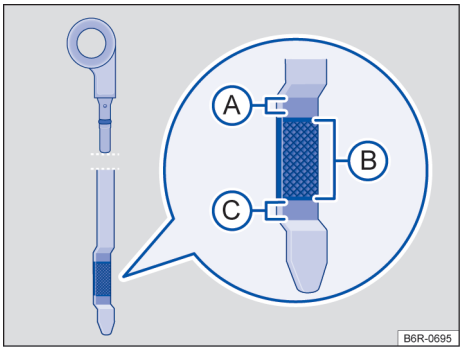

Fig. 125 Vareta de medição do óleo com marcas de nível do óleo do motor.
7. Retirar novamente a vareta de medição do óleo e ler o nível no óleo do motor na vareta de medição → Fig. 125 da seguinte maneira:
13. No final do processo de abastecimento do óleo, o nível do óleo do motor deve estar, ao menos, no meio da área → Fig. 125 Ⓑ, mas jamais acima da área Ⓐ → ⓘ.
- Não ligar o motor se o nível do óleo do motor estiver acima da área → Fig. 125 Ⓐ. Procurar auxílio técnico especializado. Caso contrário, o catalisador e o motor podem ser danificados!
O nível do óleo do motor não deve em nenhuma hipótese ultrapassar a área → Fig. 125 Ⓐ. Com o nível acima dessa área, o óleo pode ser aspirado pela ventilação do cárter, sendo lançado na atmosfera pelo sistema de escape. Além disso, o óleo pode ser queimado dentro do catalisador, danificando-o.
Em caso de alta demanda do motor, o nível do óleo do motor deve estar o mais próximo possível da área → Fig. 125 Ⓐ – sem ultrapassar, como, por exemplo, em longas conduções em estrada durante o verão ou durante travessias de montanhas. ◁